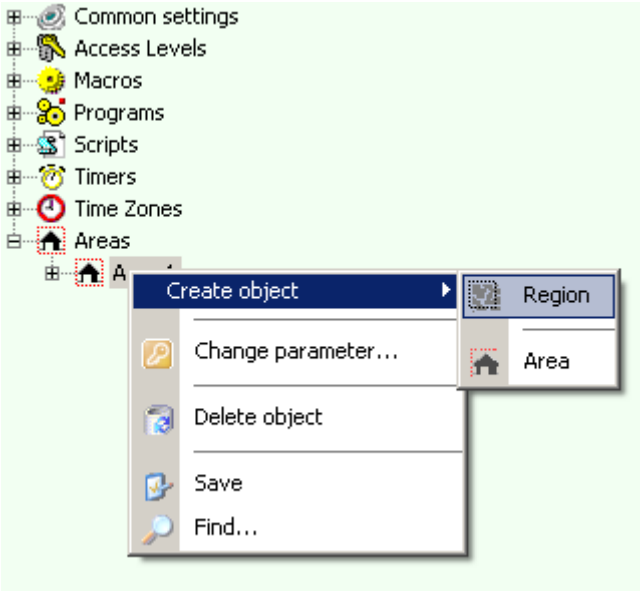

Figure 8.26-2 Context menu of the "Area" object
1.1. Select "Create object" => "Region" in the context menu of the "Area" object (Figure 8.26-2).